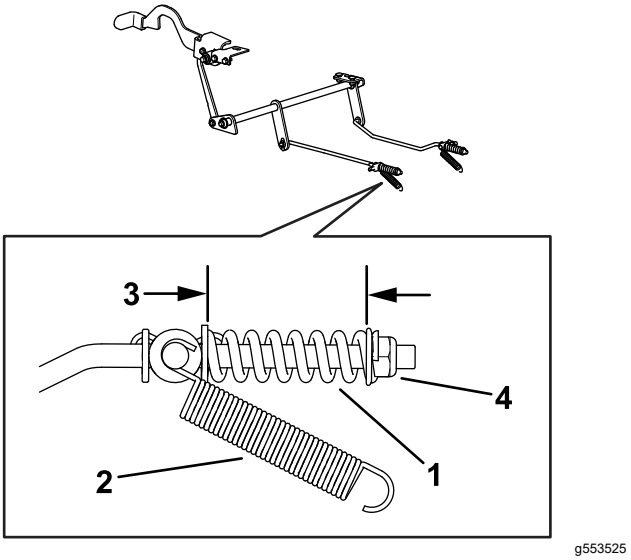

Figure 68
8. Check both spring lengths as shown in Figure 68. If an adjustment is necessary, turn the spring retention nut clockwise to shorten the spring and counterclockwise to lengthen it. Repeat step 6.